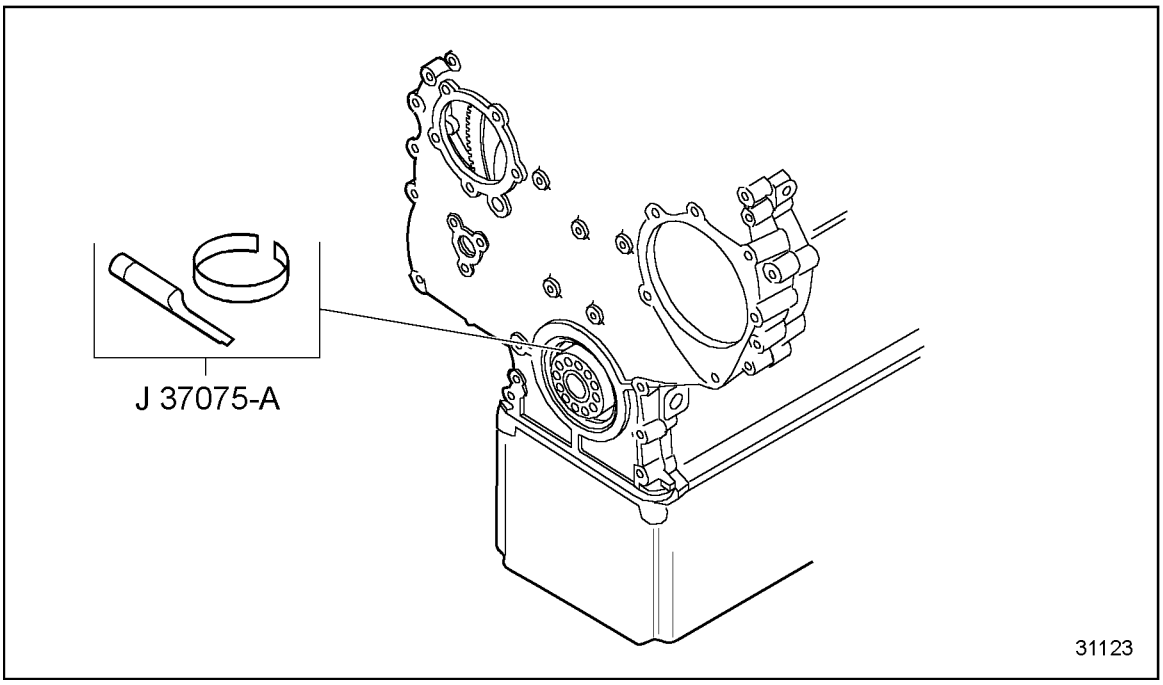

Figure 1-137 Oil Seal Sleeve Removal Tool for the Federal Mogul Seal
7. Remove oil sleeve using crank oil sleeve remover, J 37075-A. See Figure 1-137.